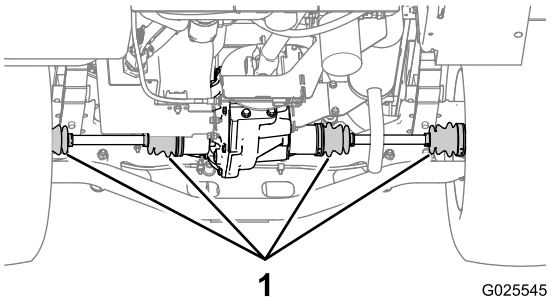

Figur 76
2. Kontrollér det homokinetiske led på bagakslerne for beskadigelse og smøremiddel, der lækker (Figur 76).